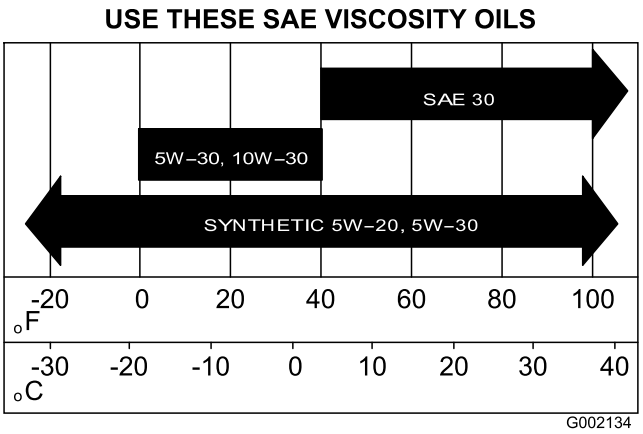

Figur 42
5. Fyll på angiven olja i vevhuset. Se Figur 42 i Byta olja (modell 07273 och 07273TC) (sida 33).